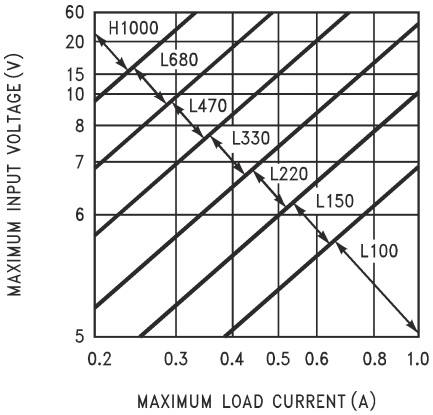
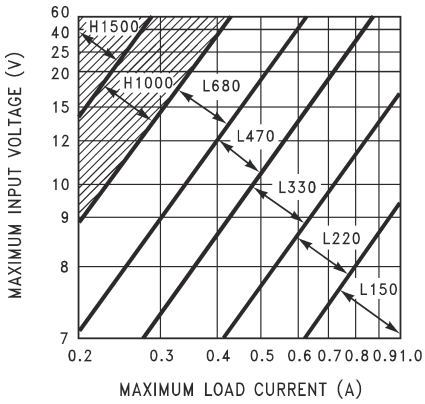
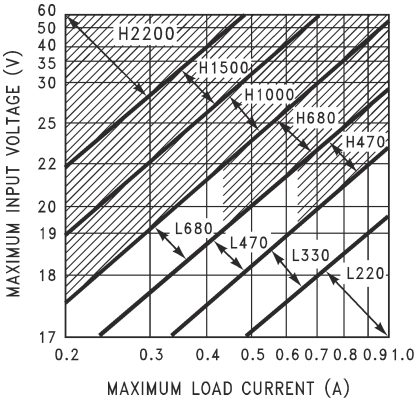

Figure 9-2. TL2575-33
Figure 9-3. TL2575-50
Figure 9-5. TL2575-15
1. Inductor Selection (L1) **A.** From Figure 9-2 through Figure 9-5, select the appropriate inductor code based on the intersection of $V_{IN(Max)}$ and $I_{LOAD(Max)}$. **B.** The inductor chosen should be rated for operation at 52-kHz and have a current rating of at least 1.15 × $I_{LOAD(Max)}$ to allow for the ripple current. The actual peak current in L1 (in normal operation) can be calculated as follows: $I_{L1(pk)} = I_{LOAD(Max)} + (V_{IN} – V_{OUT}) \times t_{on} / 2L1$ Where $t_{on} = V_{OUT} / V_{IN} \times (1 / f_{osc})$	**1. Inductor Selection (L1)** **A.** From Figure 9-3 (TL2575-05), the intersection of 20-V line and 1-A line gives an inductor code of L330. **B.** L330 → L1 = 330 µH Choose from: 34042 (Schott) PE-52627 (Pulse Engineering) RL1952 (Renco)